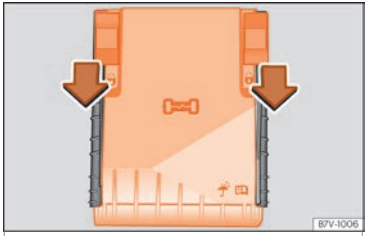

Fig. 62 In the engine compartment: lid of the fuse box.
- Move the attachment tabs forwards, in the direction indicated by the arrow to release the fuse box cover ››› Fig. 62.